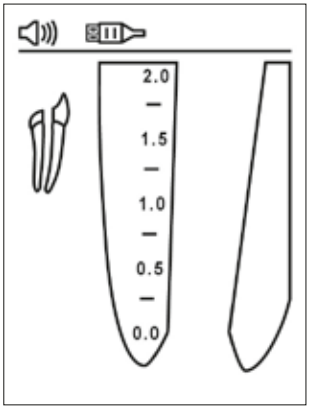

Figure 3
6.4.2. Insert the measuring cable into the connection port of the device and make sure that the cable icon appears on the status bar (Fig. 3).